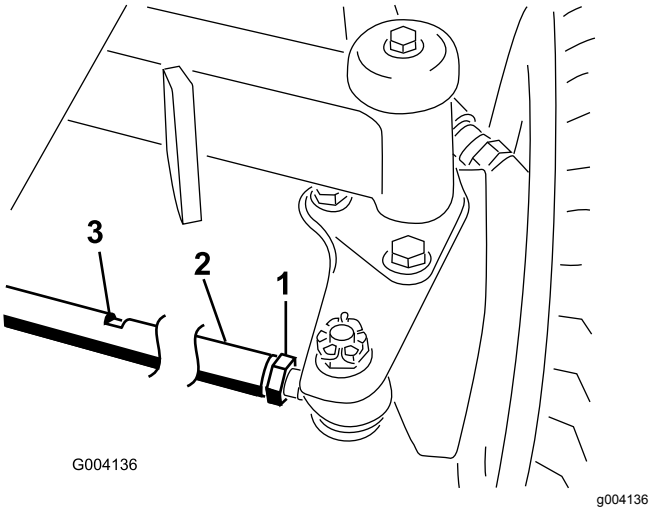

Figur 93
2. Løsne låsemutteren på begge ender av parallellstaget (Figur 93).